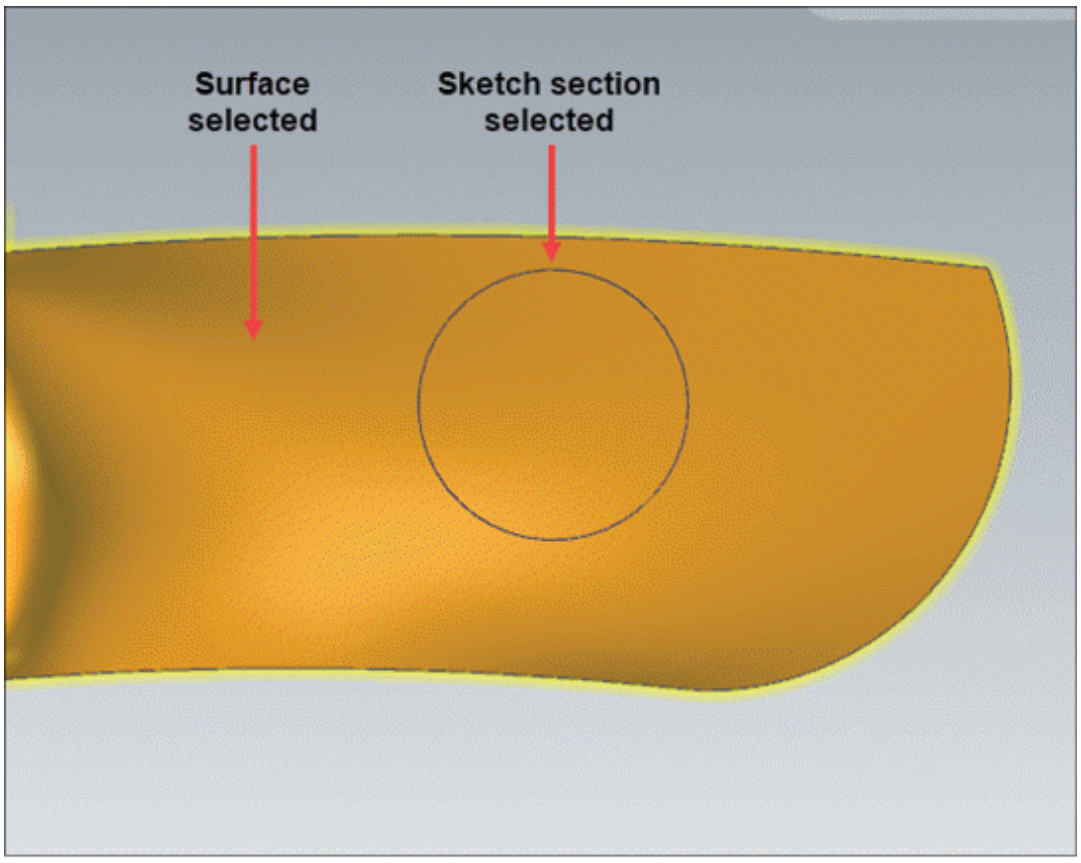

Figure-39. Selecting surface and curve for trimming
- Select desired curve chain; refer to Figure-39 and click on the **OK** button from selection box. You will be asked to specify which section of surface is to be kept after trimming.